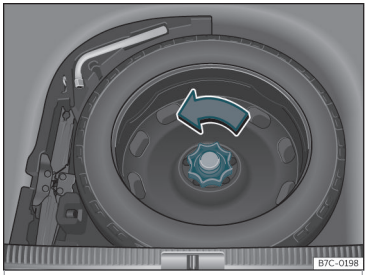

Fig. 197 En el maletero: piso de carga alzado.
- Gire la ruedecilla en sentido contrario a las agujas del reloj››› **fig. 197**.